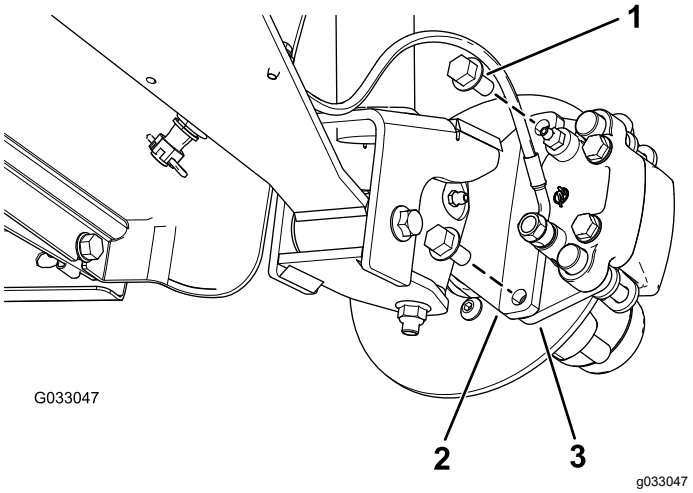
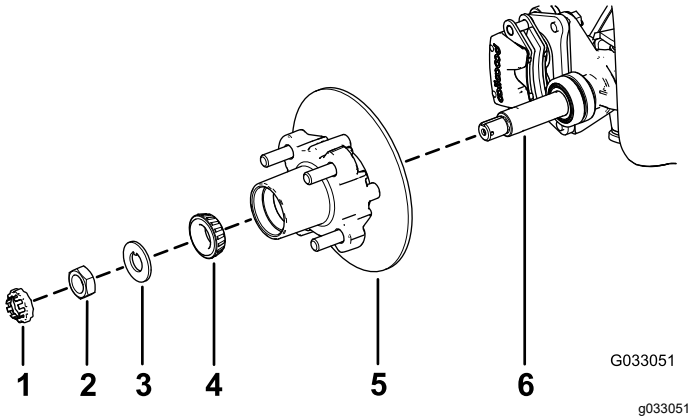

Figur 23
Figur 27
3. Fjern flangehovedboltene (⅜" x ¾"), der holder beslaget til bremsesamlingen fast på spindlen, og adskil bremsen fra spindlen (Figur 23).
1. Påfør et lille lag af det anførte smøremiddel på spindlen (Figur 27).
2. Monter nav og rotor på spindlen med rotoren indvendigt (Figur 27).
3. Monter det udvendige leje på spindlen og sæt lejet på plads i relation til den udvendige lejeløbering (Figur 27).
4. Monter tapskiven på spindlen (Figur 27).
5. Skru spindelmøtrikken på spindlen, og tilspænd møtrikken med et moment på 15 Nm, mens navet roteres, så lejet indstilles (Figur 27).
2. Ret bremseklodserne ind på hver side af rotoren (Figur 23), og ret hullerne i kaliberbeslaget ind efter hullerne i bremsemonteringen på spindelrammen (Figur 27).
3. Fastgør kaliberbeslaget til spindelrammen (Figur 23) ved hjælp af de 2 flangehovedbolte (⅜" x ¾").